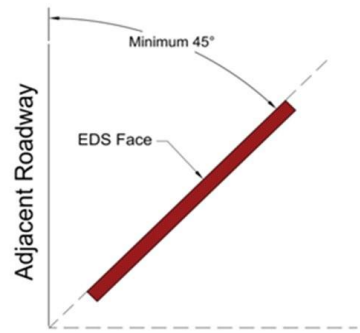

Figure 4. This figure illustrates the minimum angle required between an off-premises EDS face and the roadway to which it is oriented.
k. Sign Angle. Off-premises EDSs shall have a minimum angle of 45 degrees as measured between the EDS face and the roadway to which it is oriented, as shown in Figure 4.